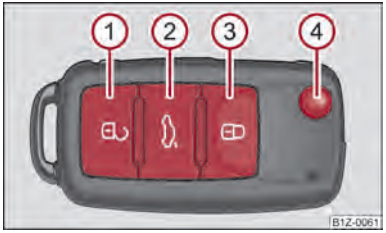

Fig. 18 Remote control key
– Press the button ① ⇒ fig. 18 for about 1 second.